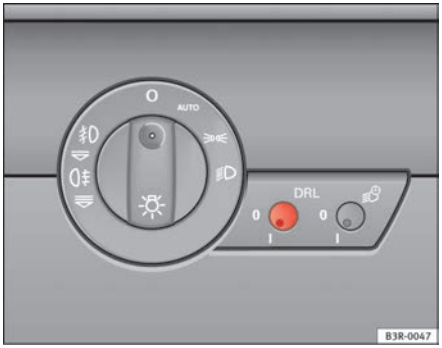

Fig. 88 Switch for daytime running lights
– Briefly press the knob ⇒ fig. 88 to release it from its set position.